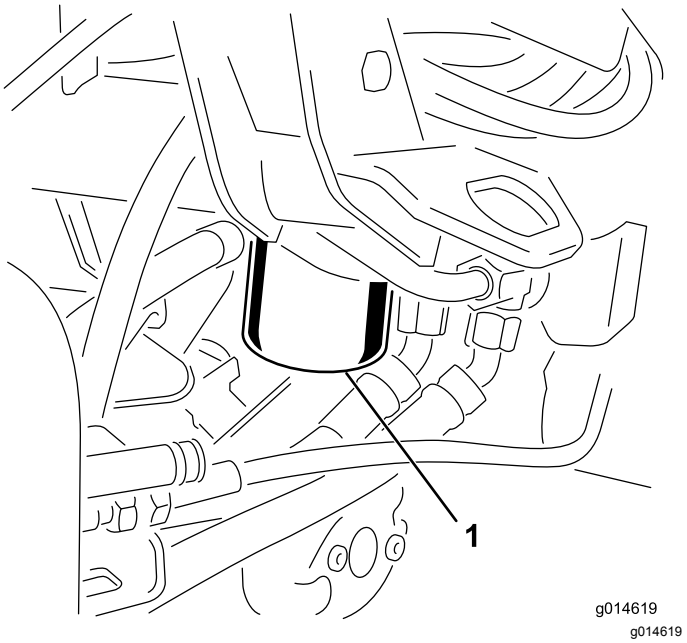

Figur 39
1. Rengør det område, hvor filteret monteres (Figur 39). Anbring en drænbakke under filteret, og afmonter filteret.